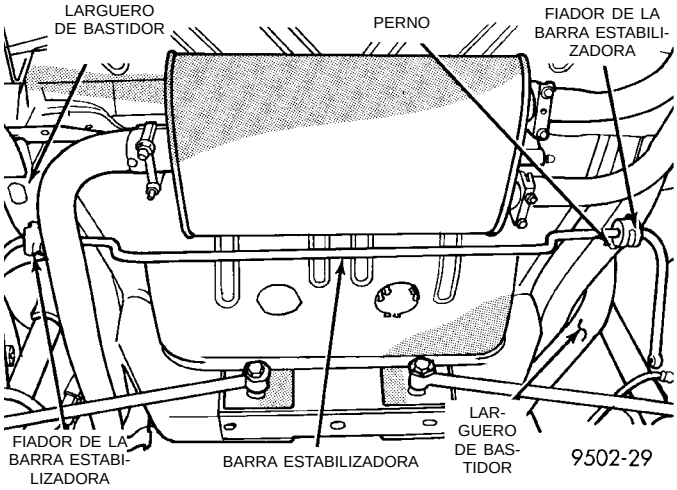

Fig. 10 Fiadores de la barra estabilizadora al larguero de bastidor
(4) Gire la barra estabilizadora apenas hacia abajo para separarla de las articulaciones de fijación.
(5) Retire los 2 fiadores de la barra estabilizadora al larguero de bastidor trasero (Fig. 10).
(6) Retire la barra estabilizadora del vehículo.
(1) Vuelva a instalar la barra estabilizadora y los casquillos aislantes en el vehículo como conjunto. Emplace la barra estabilizadora de manera que quede centrada en el vehículo y no haga contacto con otros componentes de la suspensión o la carrocería del vehículo.
(2) Instale los 2 fiadores de la barra estabilizadora al larguero de bastidor en éste último y coloque sin apretar los dos pernos de fijación del fiador (Fig. 10).
(3) Coloque las dos articulaciones de fijación de la barra estabilizadora al conjunto del montante en la barra estabilizadora. Instale y apriete con firmeza las